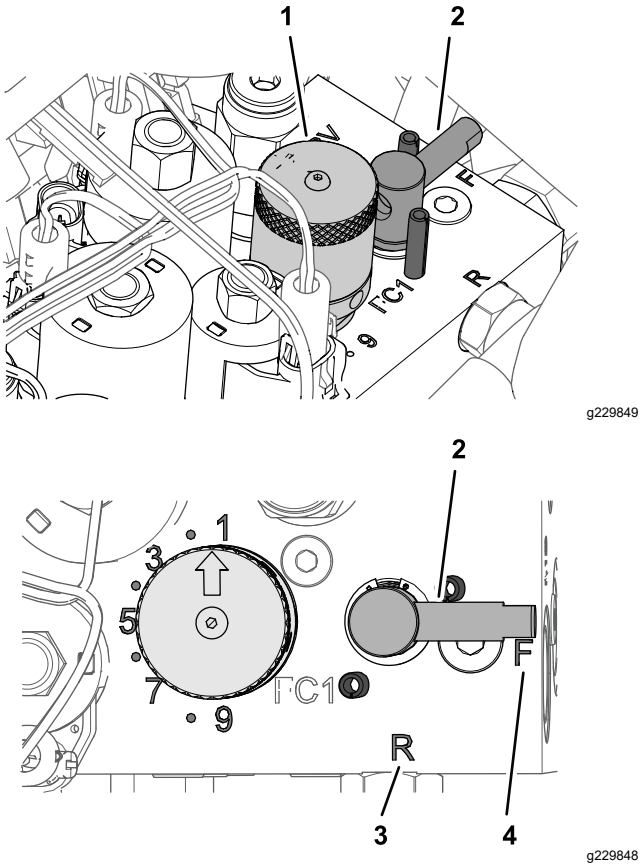

Rysunek 55
4. Ustaw dźwignię ostrzenia w położenie R (Rysunek 55).
5. Obróć pokrętło sterujące prędkością wrzecion do ustawienia 1 (Rysunek 55).